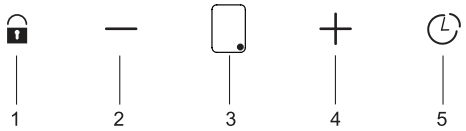

Abb. 17: Lüfter Ein/Aus
2. Halten Sie nach diesem Vorgang die Timer-Taste solange gedrückt, bis auf der Digitalanzeige die "0" erscheint (Abb. 17/1).
3. Nach der Entriegelung des Lüfters, können Sie mit den Tasten + und - die Geschwindigkeit des Lüfters einstellen (Abb. 17/2,4).